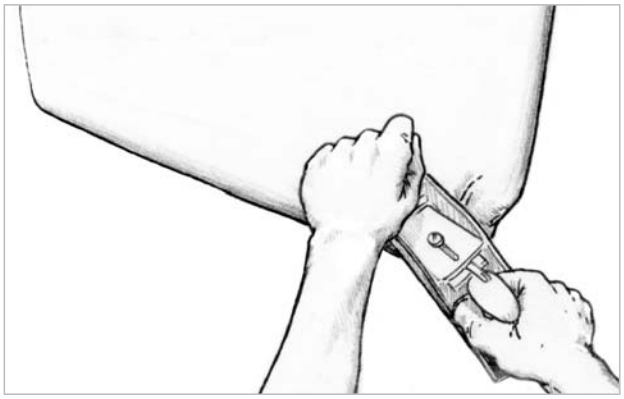

Figure 8-3 *Plane or file the remainder of the bulge flush after you have forged as much as is practical.*
4. Plane or file the remainder of the bulge flush after you have forged as much as is practical *(Figure 8-3)*. For small areas, a body file works well. When greater amounts of lead must be removed, a woodworking plane is the best tool for the job. Apply a liberal coat of petroleum jelly to the lead surface. Adjust the plane's blade for a medium cut, and be certain the blade is sharp. Thoroughly clean the lead of any remaining petroleum jelly with solvent after the bulge has been faired. When the solvent has evaporated, scrub the surface vigorously with a wire brush to expose fresh lead.